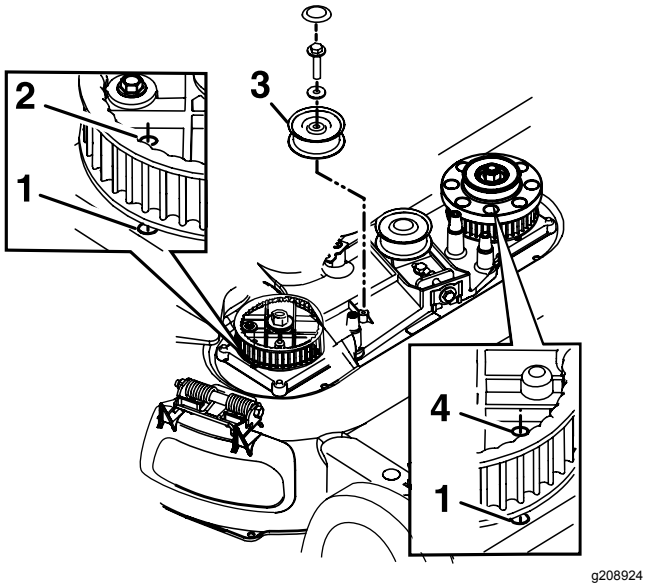

Figuur 43
8. Verwijder de vaste spanpoelie en de bevestigingsmiddelen (Figuur 43).
10. Stel de gaten in het rechter en linker tandwiel op één lijn met de gaten in de behuizing, zoals getoond in Figuur 43.